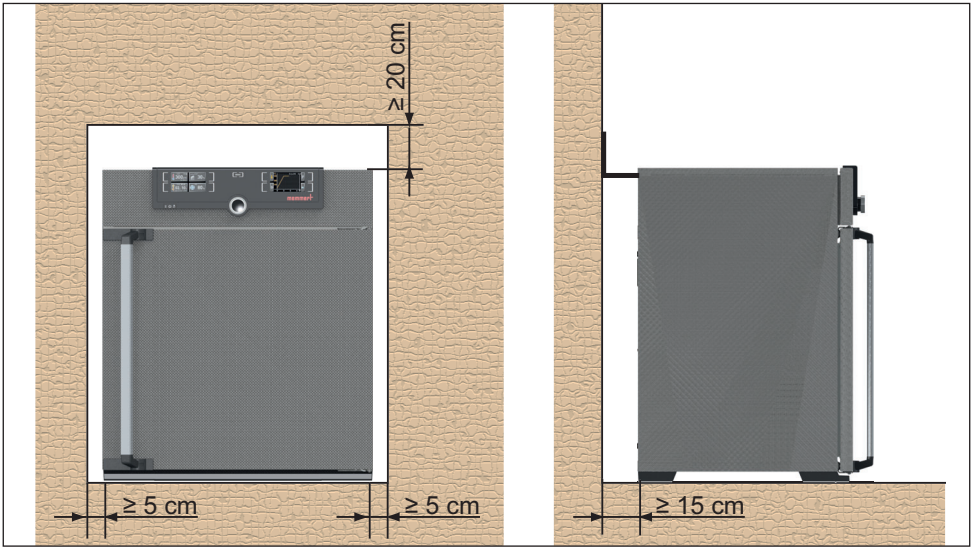

Fig. 9 Distanze minime da pareti e soffitti
La distanza fra il muro e la parete posteriore dell'apparecchio deve essere di almeno 15 cm. La distanza dal soffitto deve essere di almeno 20 cm e la distanza laterale rispetto al muro o a un altro apparecchio adiacente deve essere di almeno 5 cm (Fig. 9). È necessario assicurare una circolazione d'aria sufficiente intorno all'apparecchio.
2. Piegare la staffa antiribaltamento verso l'alto in modo da formare un angolo di 90° rispetto alla parete (rispettare la distanza minima dalla parete, v. Fig. 9).